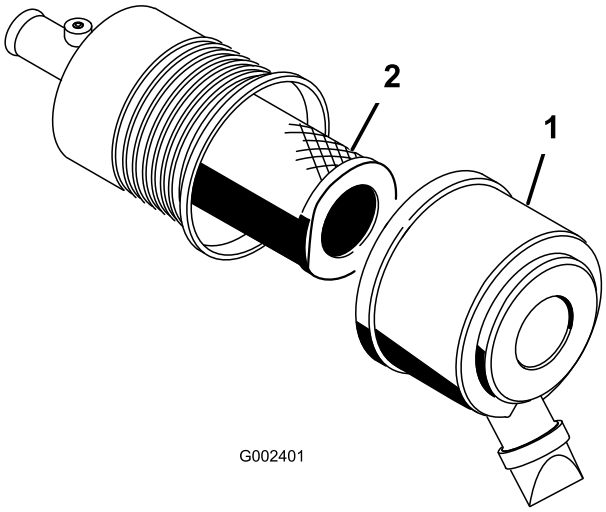

**Figur 42**
1. Åbn låsene på luftfilteret, og træk luftfilterdækslet af luftfilterhuset (Figur 42).
3. Skub forsigtigt primærfilteret ud af luftfilterhuset (Figur 42).
6. Hvis du skal udskifte sikkerhedsfilteret, skal du forsigtigt skyde det nye filter ind i filterhuset (Figur 42).
7. Skub forsigtigt primærfilteret over sikkerhedsfilteret (Figur 42).
8. Monter luftfilterdækslet med siden opad, og fastgør låsene (Figur 42).